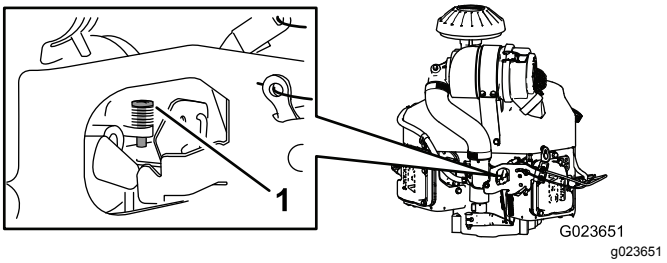

**Рисунок 67**
4. Отрегулируйте упорный винт на карбюраторе (Рисунок 67) так, чтобы малая частота холостого хода находилась в пределах от 1350 до 1550 об/мин.